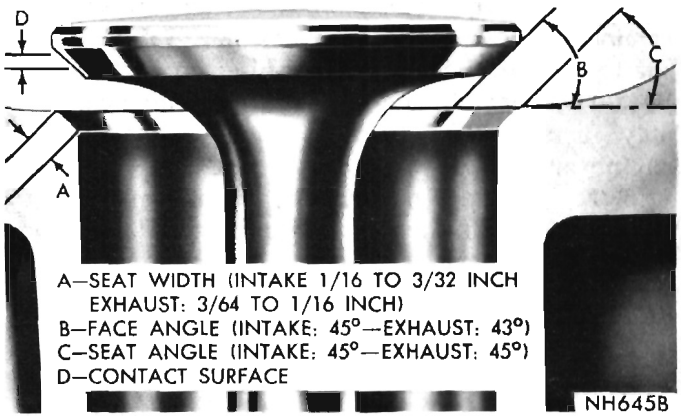

Fig. 16—Valve Face and Seat Angle
(1) The intake and exhaust valve seats and the intake valve face have a 45 degree angle. The exhaust valve face has a 43 degree angle. The valve face and valve seat angles, are shown in Figure 16.